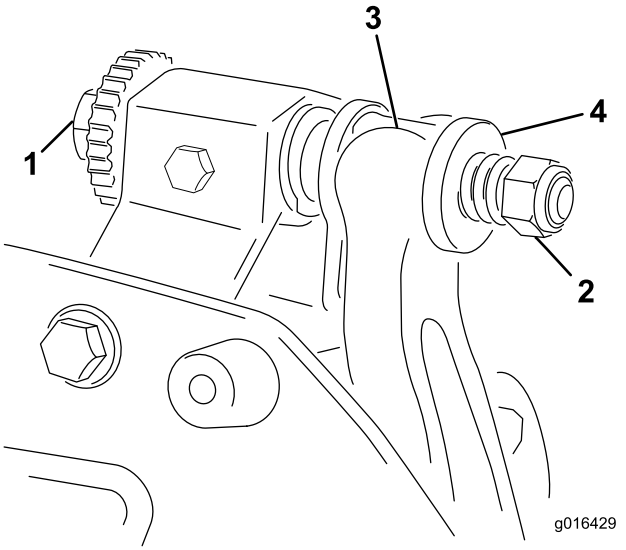

Figur 18
1. Drej bundtværstangens justeringsskrue mod uret for at føre bundkniven væk fra knivcylinderen (Figur 18).
2. Før fjederspændingsmøtrikken bagud, indtil skiven ikke længere sidder stramt mod bundtværstangen (Figur 18).